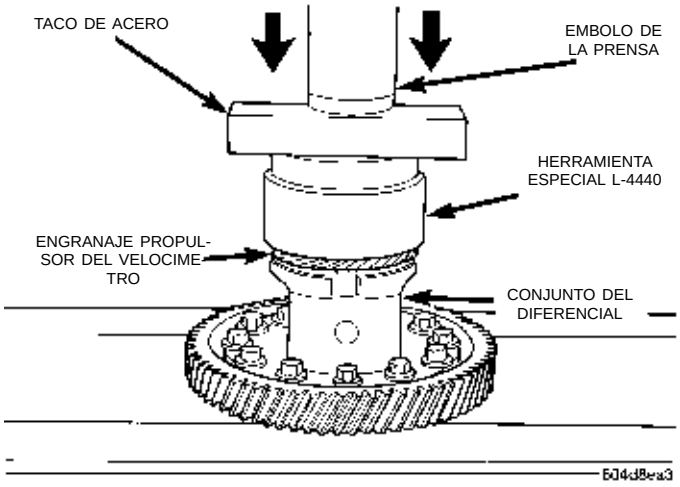
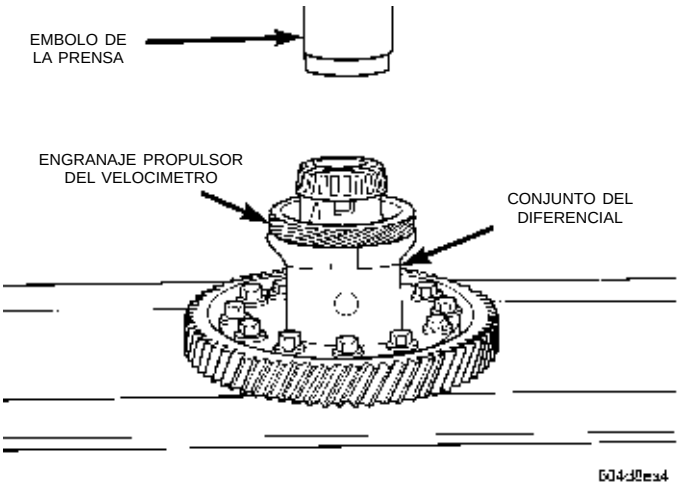

Fig. 106 Presione el engranaje en el diferencial
Fig. 107 Engranaje propulsor presionado en el diferencial
(2) Utilizando la herramienta Miller Nº L-4440 y un taco de acero, presione el engranaje propulsor del velocímetro en el diferencial (Fig. 106) (Fig. 107). No emplee un martillo.